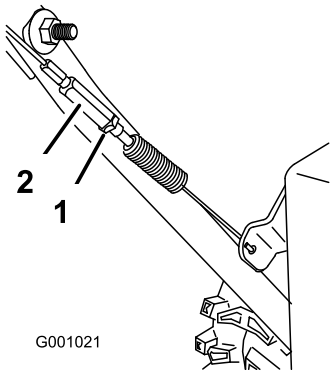

Figur 36
3. Dra åt kontramuttern (Figur 36).